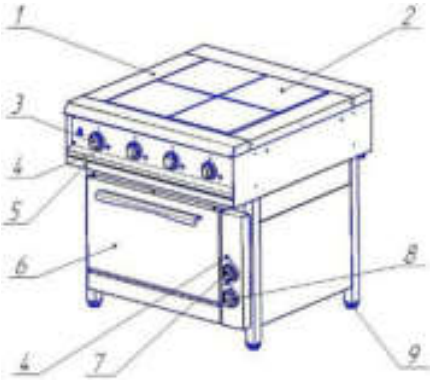

Рис.1 Общий вид плит 4КВ
5.4. Включение духовки выполняется при повороте ручек термостатов из положения 0, отключение при установке ручек в положение 0. Поворачивая ручку термостата верхних нагревателей (рис. 1,2,3; поз.7) в направлении часовой стрелки настраиваем заданную температуру в верхней части духовки, а поворачивая ручку термостата нижних нагревателей (рис. 1,2,3; поз.8) в направлении часовой стрелки - настраиваем заданную температуру в нижней части духовки. О работе нагревателей сигнализируют контрольные лампочки расположенные на панели управления духовки (рис. 1,2,3; поз. 4). Когда температура в верхней части духовки достигает заданной величины, то термостат выключает верхние нагреватели. В это время гаснет контрольная лампочка верхних нагревателей.